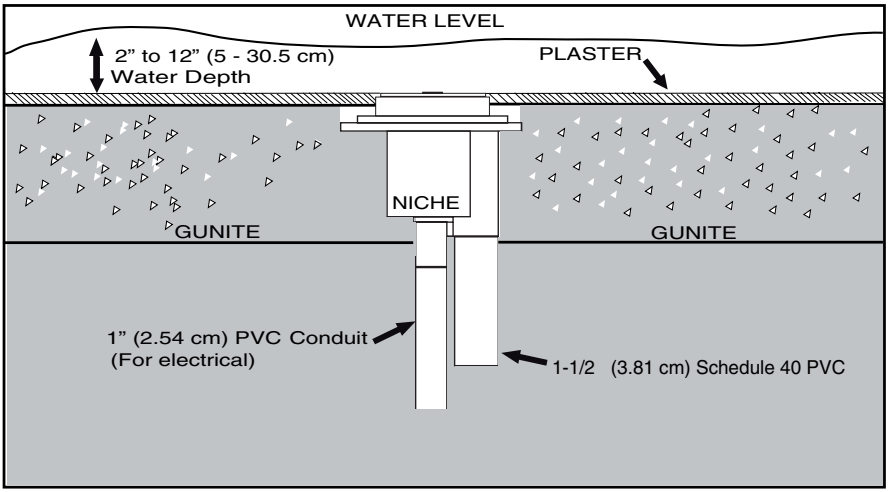

Figure 1.
- The Junction Box and the low voltage transformer is located at least 4 inches (10.1 cm) above ground level or 8 inches (20.3 cm) above maximum water level, whichever is higher. The Junction Box must be at least 48 inches (1.2 m) from the edge of the pool. See Figure 1 on page 6.
2. Install the ColorVision light niche in the pool or spa floor, see Figure 1 on page 6.
4. Apply plaster up to the outer edge of the gunite cover. The gunite cover should be the only exposed part of the niche after plastering, see Figure 1 on page 6.
4. Install the ColorVision light niche in the pool or spa floor. Set the niche such that the pool floor is flush with the top of the spacer ring. See Figure 1 on page 6. The niche is ABS so use ABS to PVC cement to connect the water line and electrical conduit to the niche.
- The Junction Box and the low voltage transformer is located at least 4 inches (10.5 cm) above ground level or 8 inches (20.3 cm) above maximum water level, whichever is higher. The Junction Box must be at least 48 inches (1.2 m) from the edge of the pool. See Figure 1 on page 6.
12. Install an O-ring on the lens and install the lens over the top of the niche using the supplier machine screws. Secure the lens with the eight 8-32 x 1/2-inch machine screws (provided), see Figure 1 on page 6. Using a No. 2 Philips head screwdriver, tighten each retaining screw to **10 (minimum) - 15 (maximum) in-lbs** to secure the lens on the niche. DO NOT OVER TIGHTEN THE SCREWS. DO NOT ASSEMBLE WITH POWER TOOLS. Over tightening or using a motorized screwdriver on the lens screws can over torque the screw threads and damage the niche housing and/or lens.